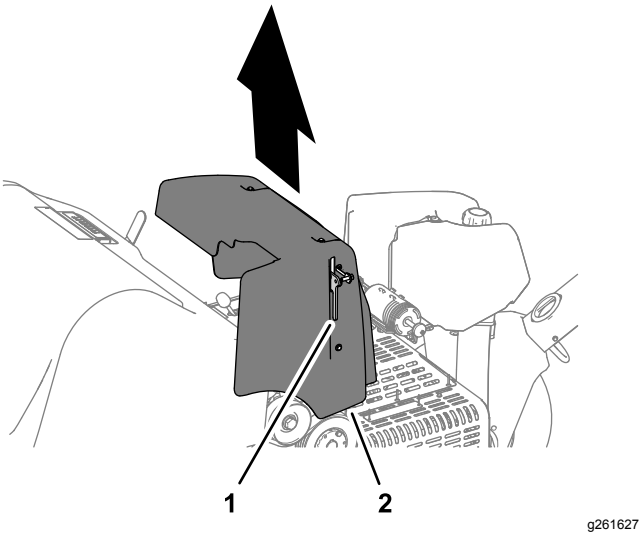

Figuur 33
1. Til de handgreep van de vergrendeling voor de motorkap op en til de motorkap van de machine (Figuur 33).